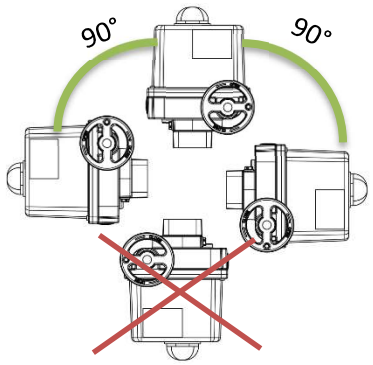

Figura 2: Posizione dell'installazione
- È possibile qualsiasi posizione dell'installazione, ad eccezione del "pannello rivolto verso il basso" (Figura 2).